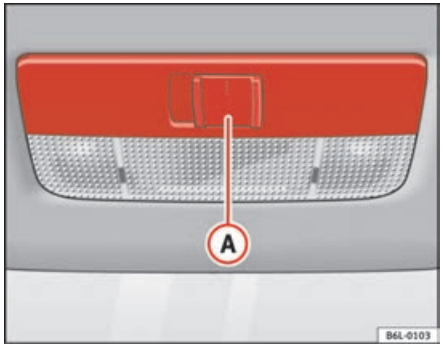

Fig. 62 Interior roof trim: front passenger compartment lights
The switch (A) ⇒ fig. 62 is used to select the following positions:
Move the knob to the position O ⇒ fig. 62.